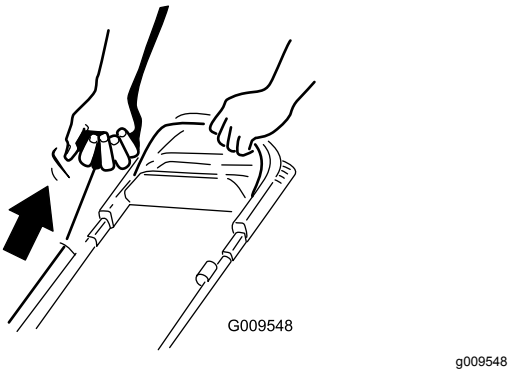

Figur 18
2. Træk i tilbageslagsstarterhåndtaget (Figur 18).
Bemærk: Når du trækker i tilbageslagsstart-håndtaget, skal du trække let i det, indtil du mærker modstand, og derefter trække hårdt i det (Figur 18). Lad snoren vende langsomt tilbage til håndtaget.